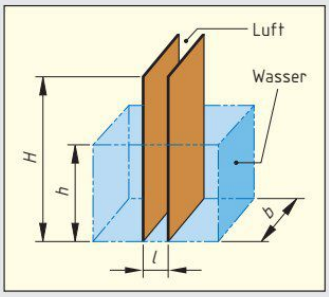

Bild 2: Füllstandsmessung
7. Zur Füllstandsmessung in einem Wasserbehälter **(Bild 2)** wird das Prinzip eines Plattenkondensators verwendet. Die Höhe der Kondensatorplatte beträgt H = 2,2 m, die Breite b = 5 cm. Der Plattenabstand ist l = 4 mm. Wasser hat die Permitivitätszahl ε_r = 80.